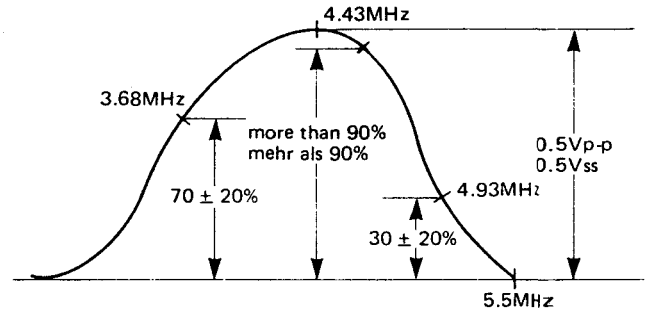

Fig. 20 Abb. 20
3. Adjust T601 to obtain the waveform as in fig. 20.
3. T601 auf eine Wellenform, wie in Abb. 20 gezeigt, abgleichen.